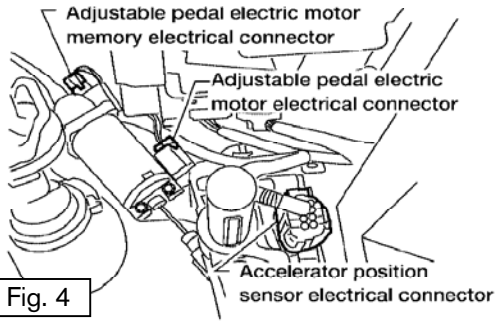

Fig. 4
(1) Disconnect the adjustable pedal electric motor electrical connector. Fig. 4
(2) Disconnect the adjustable pedal electric motor memory electrical connector, if equipped. Fig. 4
(3) Remove the two upper and one lower accelerator pedal nuts.
(4) Release the adjustable accelerator pedal assembly from mounting location and rest the assembly on the floor of the vehicle.